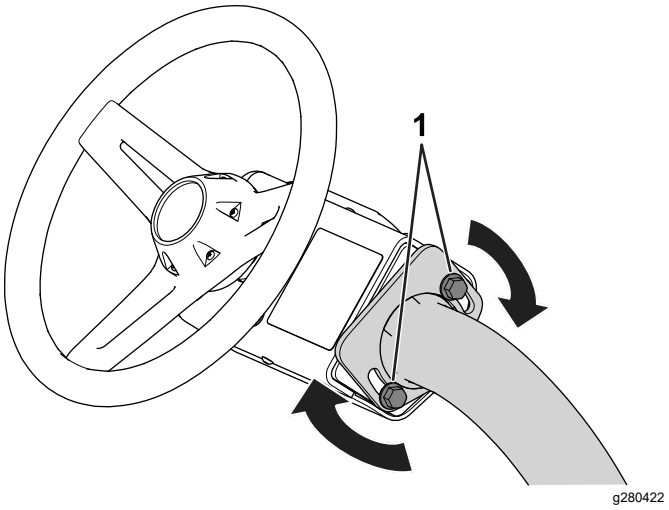

**Figur 26**
1. Løsn boltene (Figur 26), der fastgør rattet til styrearmen.
3. Tilspænd boltene (Figur 26) for at fastgøre rattet i den justerede position.